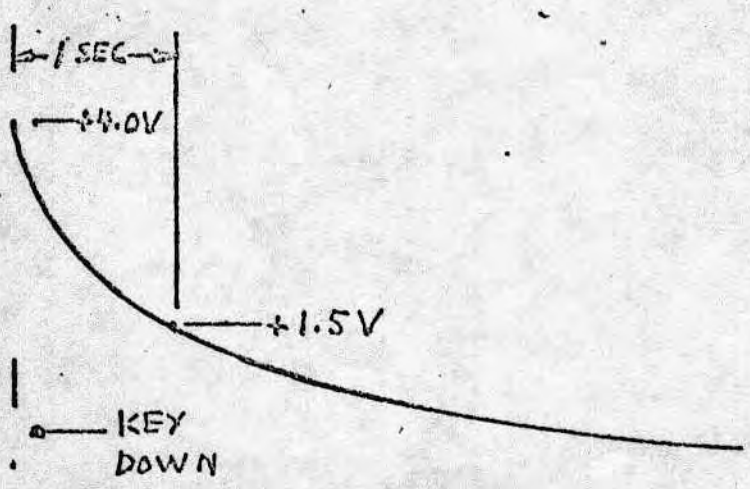

FIG. 11. JUNCTION OF R165 and R166 WITH "STRIKE" and "ONE OCTAVE" TABS DEPRESSED, FREQUENCY OF 262 Hz.
15. Lift the "mute" tab and depress the "strike" tab. Depress the second C from the bottom. Adjust 190 for the decay time shown in Fig. 11. This sets the amplitude contour decay time.